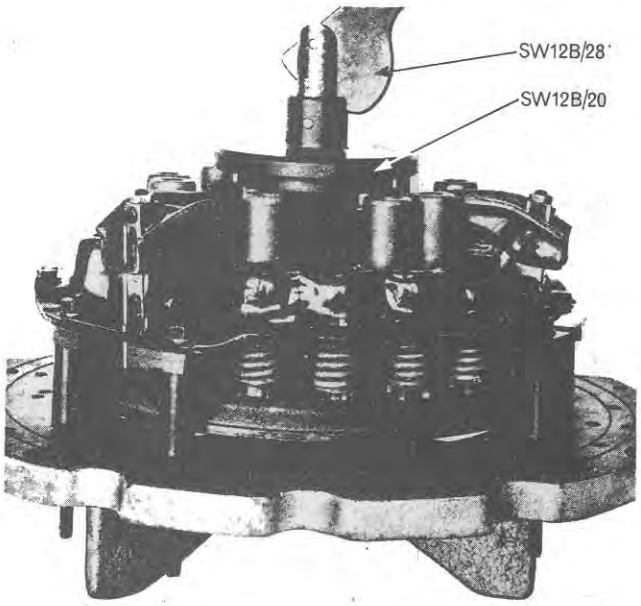

Figure 54
13. Locate tool actuator cam platform extension, SW12B/20, on the threaded pillar of the actuator, SW12B/28, with the flange of the extension against the cam platform of the actuator, Figure 54.